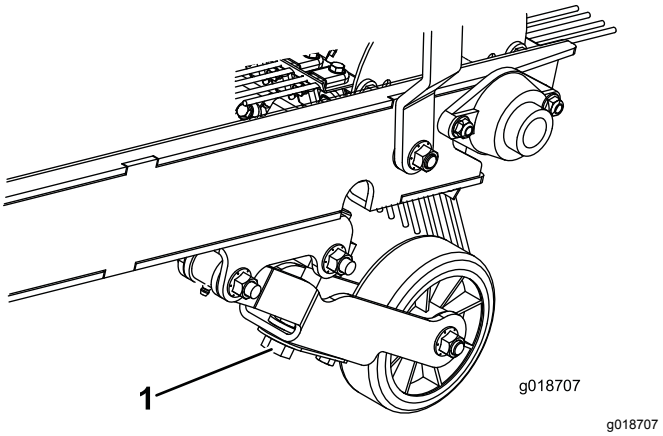

Figur 10
2. Vri dybdejusteringsbolten til rakens tupper berører toppen av gress. Hvis det er montert en børste, skal den ha lett kontakt med overflaten. Når børsten er i bruk, skal bredden på kontaktflaten være omtrent 25 mm over hele lengden av børsten (Figur 10).